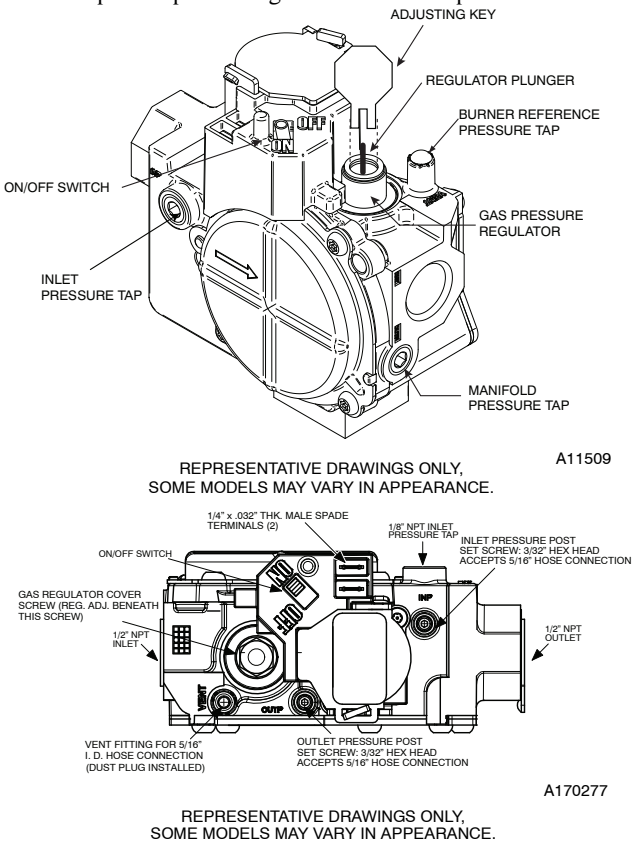

**Fig. 16 - Manifold Pressure Adjusting Key**
2. Verify manometer is connected to inlet pressure tap on gas valve. (See Fig. 16)
3. Attach manometer to manifold pressure tap on gas valve. (See Fig. 16)
5. If manifold pressure needs to be adjusted, use gas valve adjusting key, factory-supplied in this kit or adhesive pouch. (See Fig. 16)
6. Remove cap that conceals adjustment screw for gas valve regulator. (See Fig. 16)
7. Turn adjusting screw using supplied ADJUSTING KEY either counterclockwise (out) to decrease input rate or clockwise (in) to increase rate. (See Fig. 16)
When correct input is obtained, make sure cap that conceals gas valve regulator adjustment screw is oriented properly for propane (LP) gas. The LP arrow should be pointing toward gas valve. (See Fig. 16)
14. Remove manometer and on some models replace manifold pressure tab plug. (See Fig. 16)
15. On some models, apply pipe dope sparingly to end of 1/8-in. (3 mm) pipe plug and install in the manifold pressure tap opening. Or, on some models, tighten set screw on manifold tower pressure tap with a 3/32-in. hex wrench. (See Fig. 16)